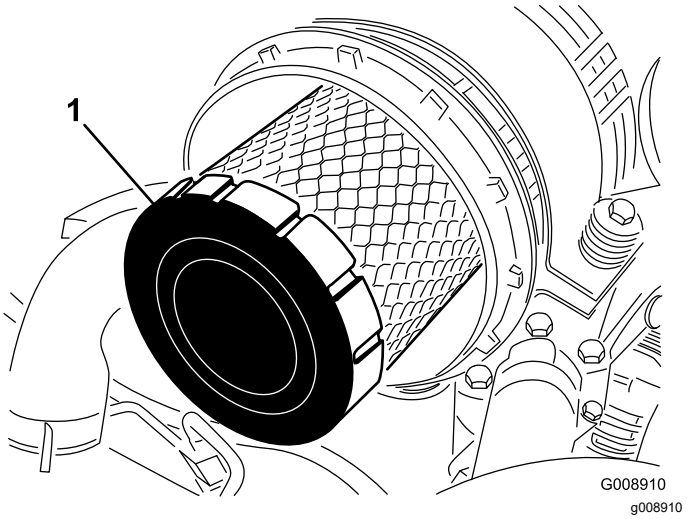

Figura 91
4. Retire el filtro primario (Figura 91).